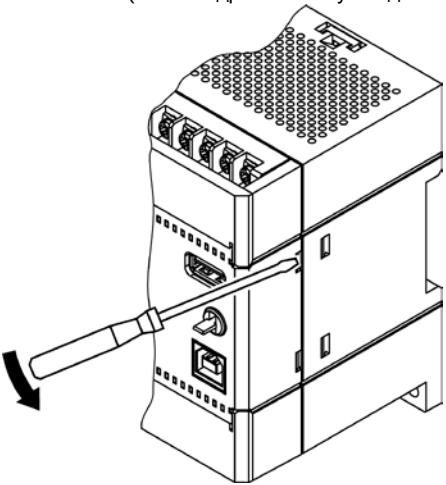

Рисунок 3.2
- с помощью отвертки поочередно вывести зацепы из отверстий на одном из торцов корпуса (см. рисунок 3.2), потянув на себя, аккуратно снять верхнюю крышку вместе с платами;